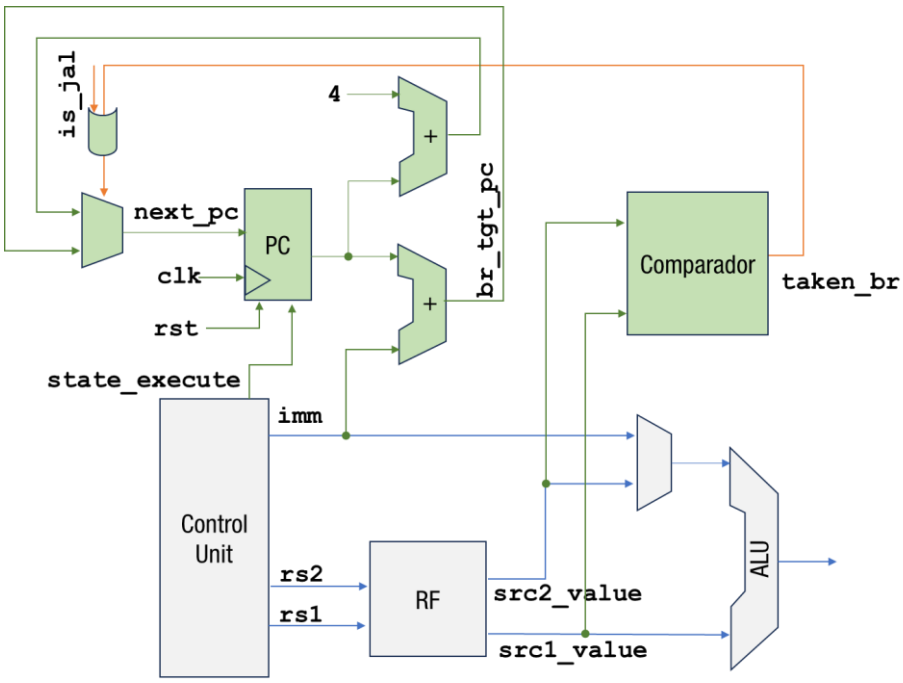

Figura 8 Lógica del Salto Condicional en Detalle
- Implemente los dos sumadores de la Figura 8 para generar las señales `br_tgt_pc` y `pc+4`. La señal `br_tgt_pc[31:0]` es la dirección de salto si la condición se cumple en las instrucciones tipo B, o también toma este valor si la instrucción es un salto incondicional JAL.